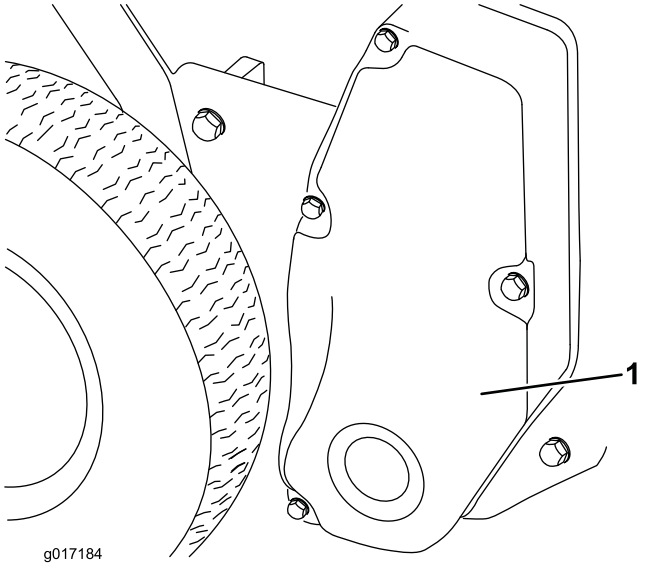

Figur 7
16. Fjern de fire hodeskruene som fester spoledrevdekslet til høyre sideplate og fjern dekslet (Figur 7).